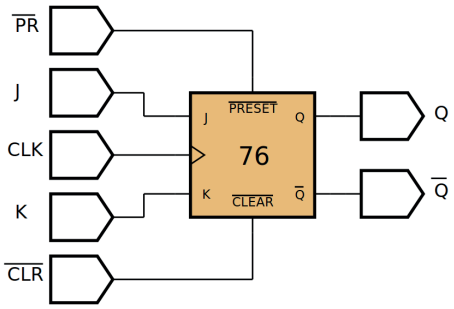

Figura 9.19 – Diagrama esquemático.
4. Utilize um programa de simulação em computador (SmartSim, Atanua, Qucs) faça a simulação do circuito da figura 9.19. Compare os resultados com a tabela 9.13.